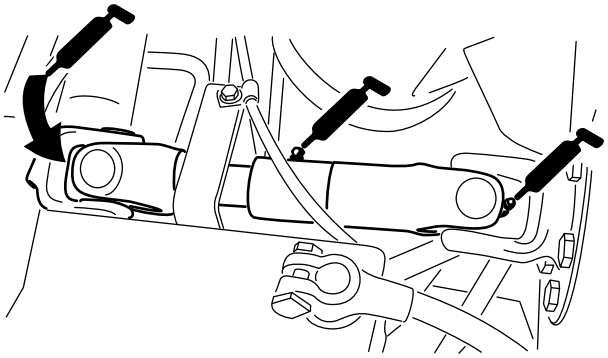

Figuur 42
- Kruiskoppeling aandrijfas pomp (3) (Figuur 42)